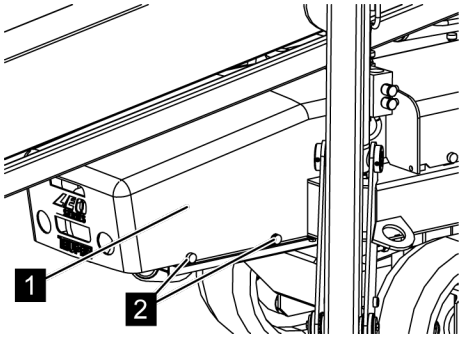

Fig. 115: Fastening the cover
9. *Replace the cover (*Fig. 115*/1) and screw on with the knurled thumb screws (*Fig. 115*/2).*